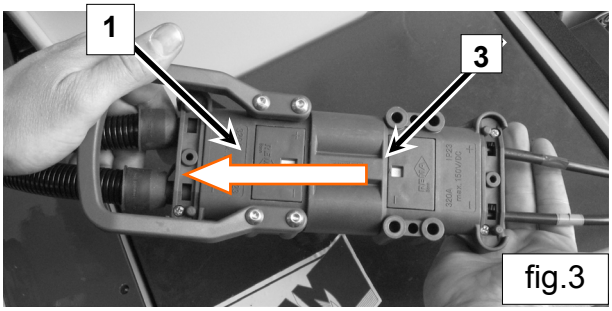
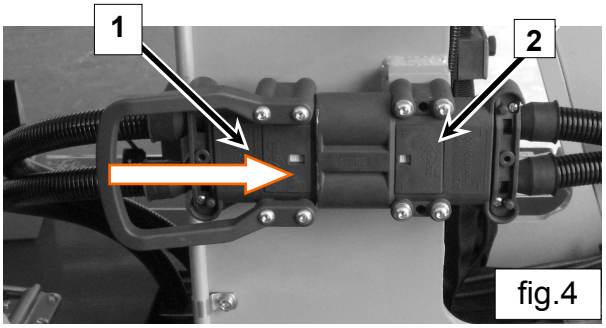

fig.3
fig.4
7. When the charge is complete, remove the traction battery plug (Position 1) from battery charger plug (as indicated in Figure 3), and insert the plug in the main power plug (as indicated in Figure 4).